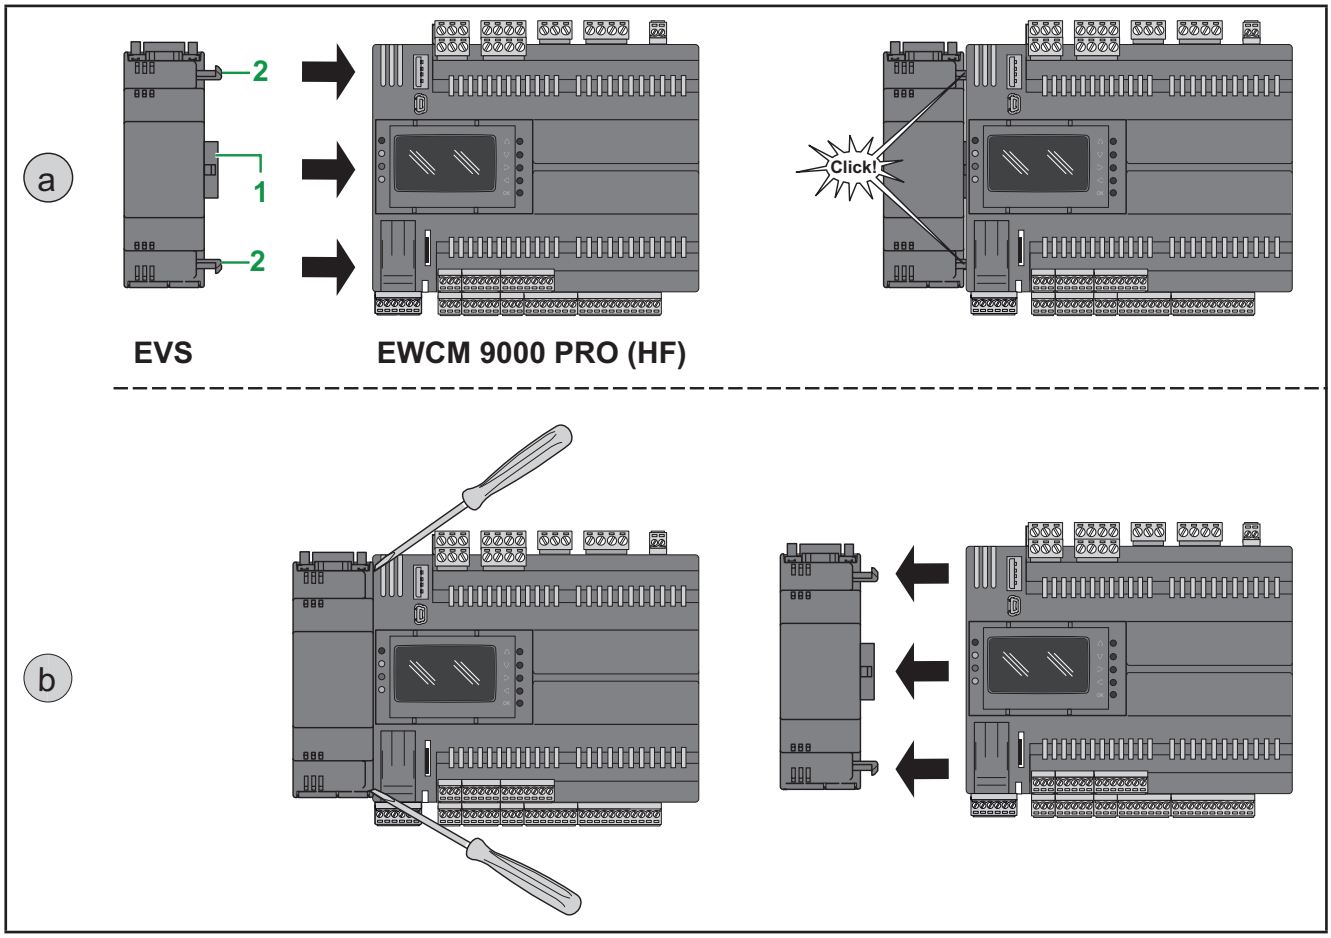

Fig. 14. Montage (a) / Démontage (b) des modules de communication EVS
Les modules de communication **EVS** sont des modules 2DIN qui peuvent être connectés à un contrôleur **EWCM 9000 PRO** (voir **Fig. 14 page 28**) pour augmenter le nombre et/ou le type des ports de communication.
1. à travers le connecteur du module de communication (voir l'élément 1, **Fig. 14 page 28**),
2. avec les deux crochets de fixation (voir les éléments 2, **Fig. 14 page 28**) servant à fixer le module de communication.